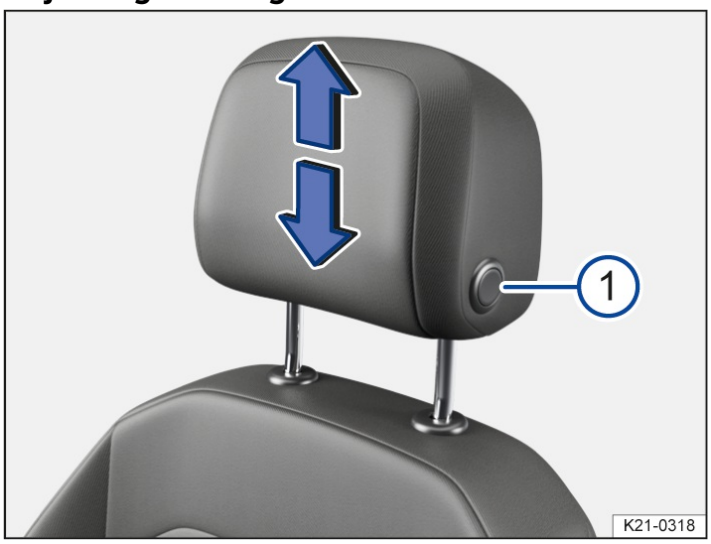
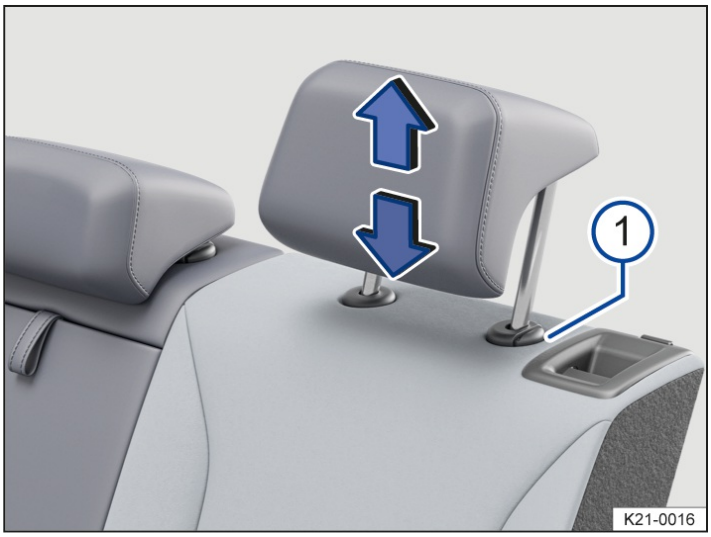

Fig. 1 Adjusting the front head restraint without forward/backward adjustment (general example).
Fig. 2 Adjusting the rear head restraint (general example).
1. Slide the head restraint up or down in the direction of the arrow; you may need to press the → *fig. 1* (1) or → *fig. 2* (1) button first to release the head restraint.